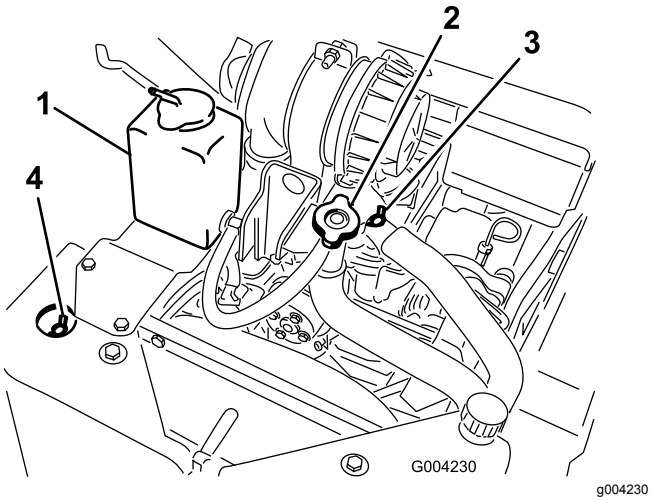

**Figure 51**
A. Remove the coolant-fill cap (Figure 51).
B. Open the front and top coolant-bleed valves (Figure 51).
C. Pour coolant into the coolant-filler neck until the coolant begins to come out of the front coolant-bleed valve (Figure 51).
D. Close the front coolant-bleed valve (Figure 51).
E. Pour coolant into the coolant-filler neck until the coolant begins to come out of the top coolant-bleed valve (Figure 51).
F. Close the top coolant-bleed valve (Figure 51).
G. Pour coolant into the coolant-filler neck until the coolant level comes into the filler neck (Figure 51).
H. Install the coolant-fill cap (Figure 51).